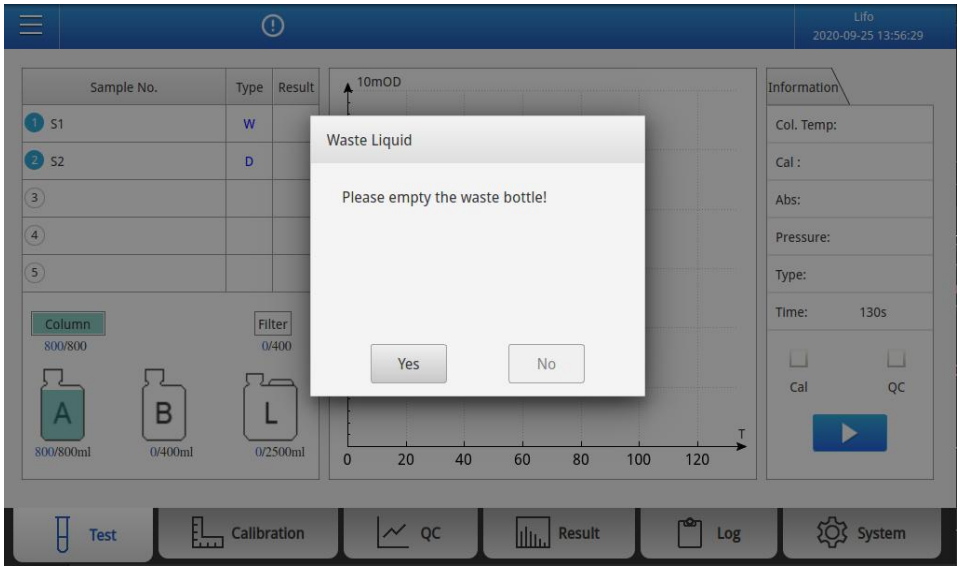

Fig. 5-19 After click "Yes"button
3)According to the operating instrutions, loosen evacuation valve, then click “**Yes**” button. The **Fig. 5-19** is displayed.